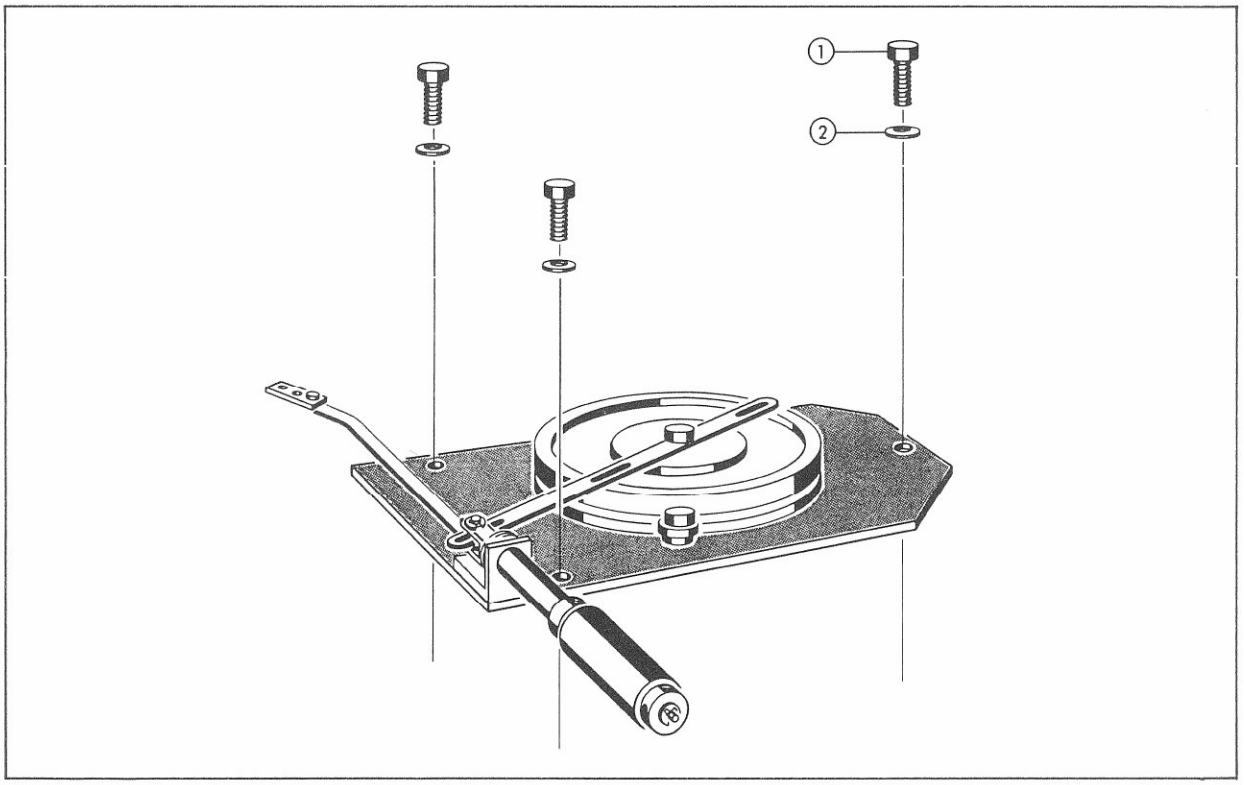

Fig. 1
2. Dämpfungsdose gemäss Anleitung in Fig. 1 ausbauen.
2. Remove dashpot assembly in accordance with the instructions in Fig. 1.